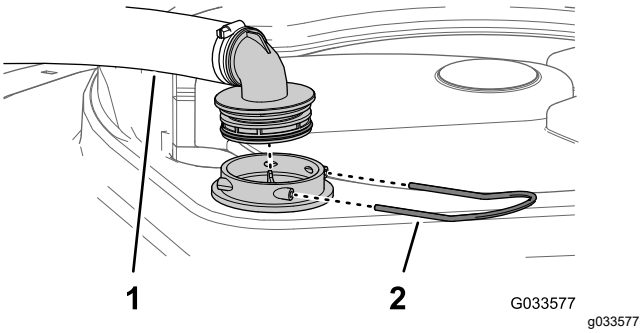

Figuur 29
2. Verwijder bovenaan de spuittank de borgclip waarmee de slangfitting bevestigd is aan de grote slang van de behuizing van de zuigkorf (Figuur 29).
3. Verwijder de slang en de slangfitting van de behuizing van de zuigkorf (Figuur 29).